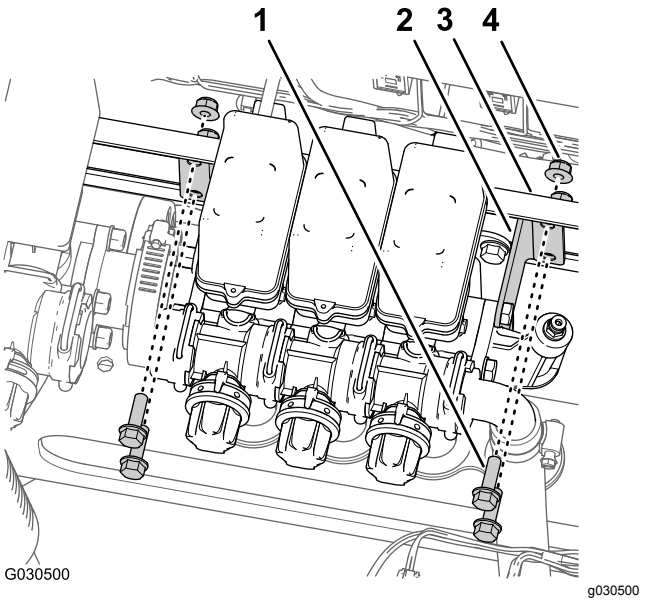

Figur 63
5. Fjern de fire flenshodeboltene (5/16 x 1 tomme) og de fire flenslåsemutrene (5/16 tomme) som fester monteringsbrakettene på hver ende av de tre bomseksjonventilene i manifoldfestet (Figur 63).